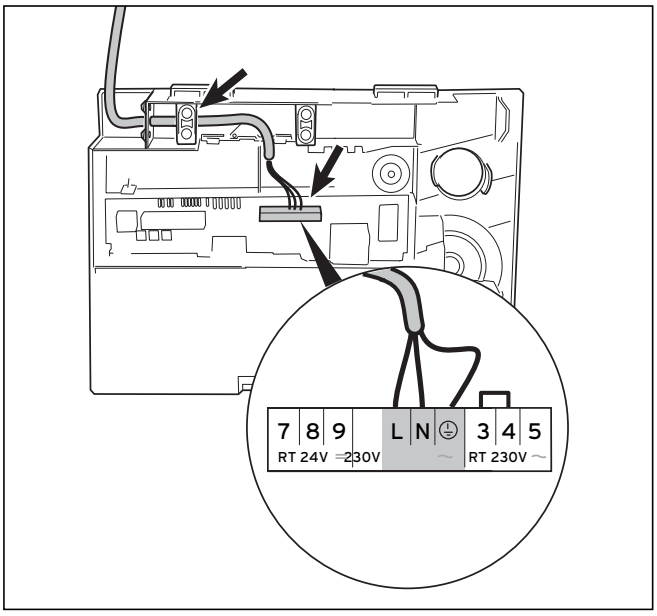

Fig. 4.11 Raccordement au secteur
- Posez le câble d'alimentation secteur au niveau des raccordements dans le boîtier de commande en vous conformant à la fig. 4.11.
- Branchez le câble d'alimentation secteur sur les fiches ⏚, N et L du système ProE prévues à cet effet (cf. fig. 4.11).